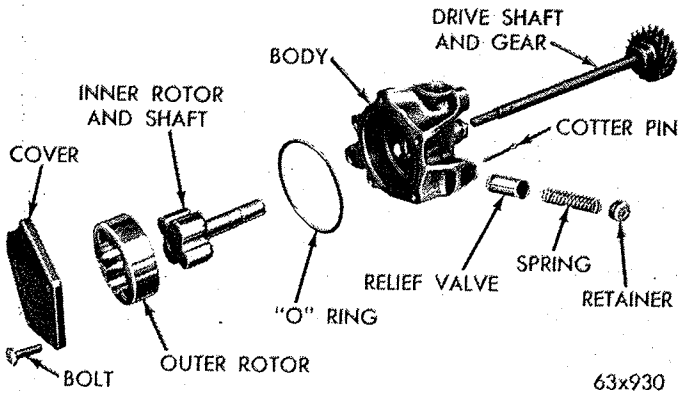

*Fig. 53—Oil Pump Assembly*
(5) Wash all parts in a suitable solvent and inspect carefully for damage or wear. (Fig. 53).